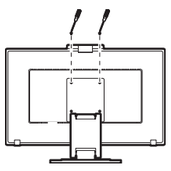

**Figure S.3**
5. Remove 2 top screws (**Figure S.3**).